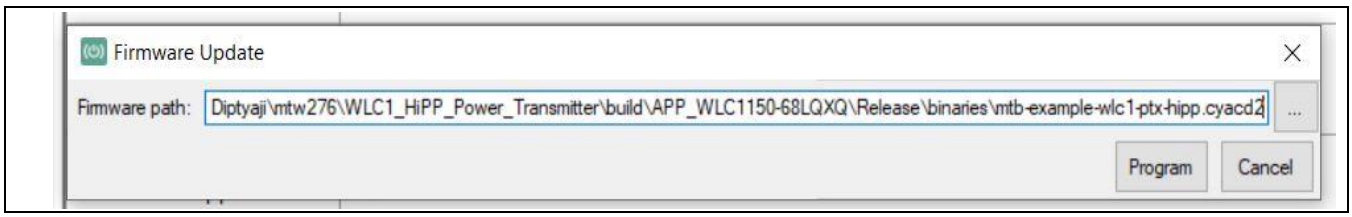

Figure 12 **Selecting firmware for download**
7. Go to **Tools** > **Firmware Update** or select the Firmware Update option from the Home panel. Specify the path for the firmware as shown in **Figure 12** and click **Program**.